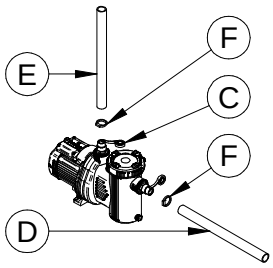

Fig. 24
3. Realizar algunas vueltas del teflón suministrado con el equipamiento alrededor de los portagoma (Fig. 24, # C; *componentes hidráulicos*) para garantizar la estanqueidad del tubo (*componentes hidráulicos*) en el portagoma.
4. Conectar el tubo (*componente hidráulico*) de *aspiración* al portagoma IN (Fig. 24, # D) y el tubo de *impulsión* al portagoma OUT (Fig. 24, # E). Asegurar los tubos (*componente hidráulico*) con abrazaderas (Fig. 24, # F).